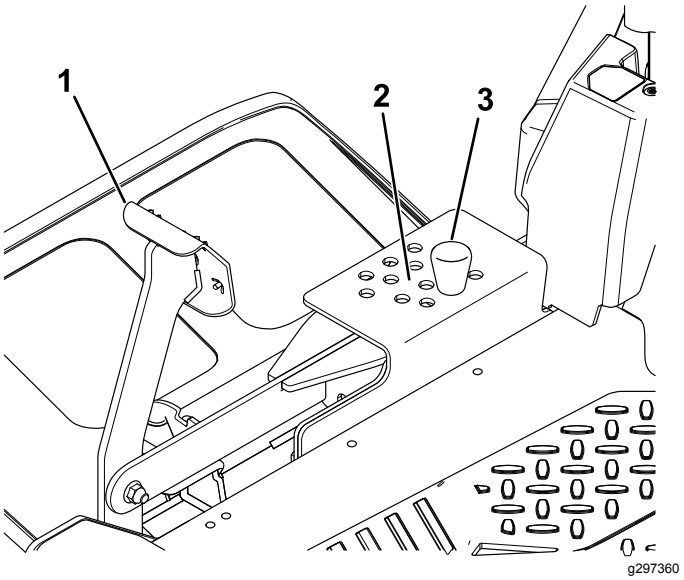

Figur 35
2. Justera inställningen genom att ta ut sprinten ur klipphöjdsfästet (Figur 35).
3. Sätt i sprinten i det hål i klipphöjdssystemet som motsvarar den önskade klipphöjden (Figur 35).